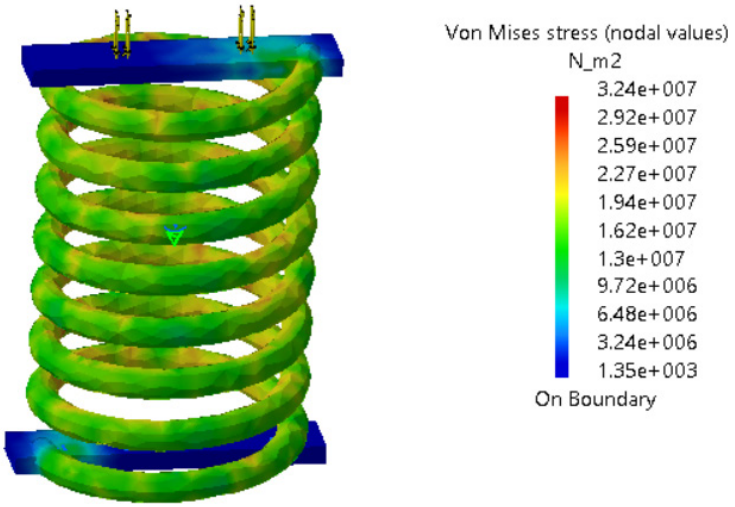

Figure 19-125 *The Von Mises Stress generated in the spring*
2. Choose the **Von Mises Stress** tool from the **Image** toolbar; the Von Mises Stress generated in the model is displayed in the graphics area, refer to Figure 19-125.